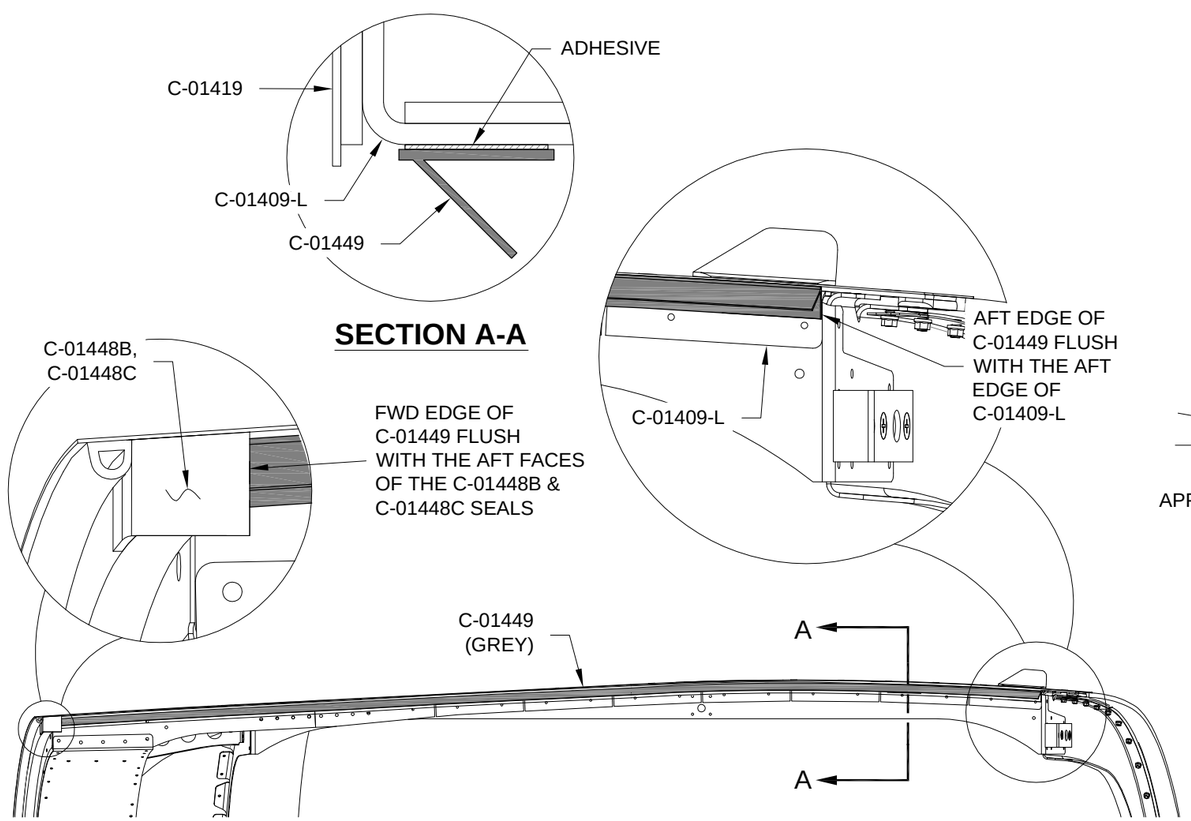

FIGURE 1: SIDE SEAL POSITION
Step 6: Trim the aft end of the C-01449 Side Seal flush with the aft edge of the C-01409-L Aft Canopy Rail Angle as shown in Figure 1.